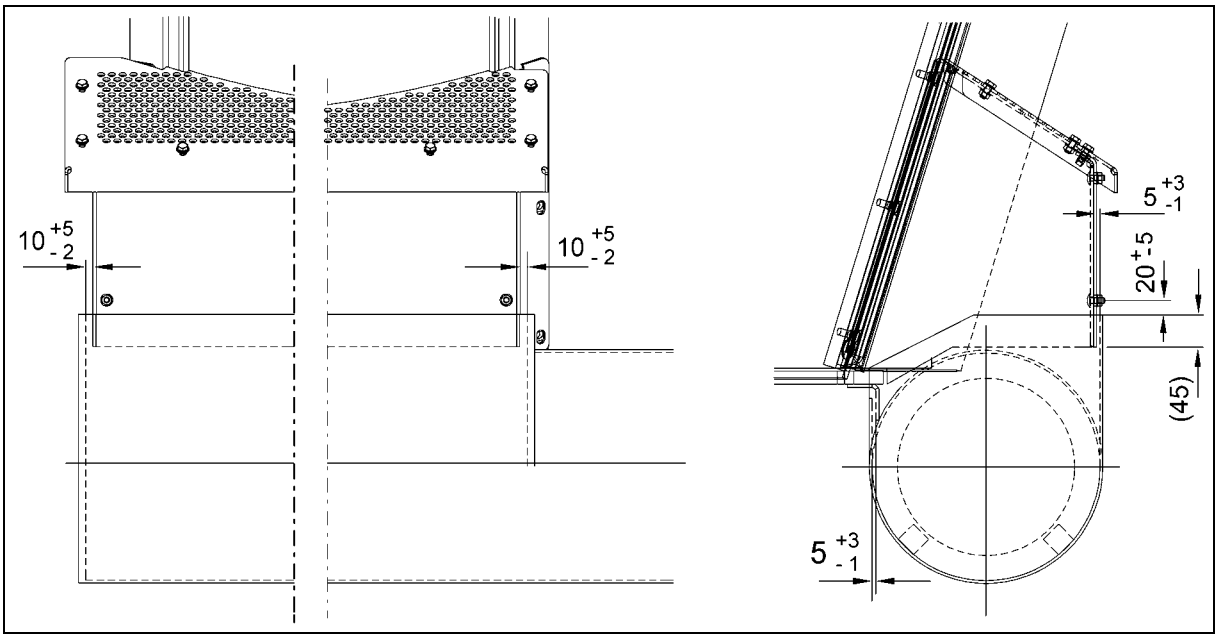

Fig 29
9. Kontrollera spaltmåtten och toleranserna enligt Fig 29.
- 9.1 Om uppbyggnadens mått inte överensstämmer med spaltmåtten och toleranserna enligt Fig 29 ska uppbyggnaden korrigeras.